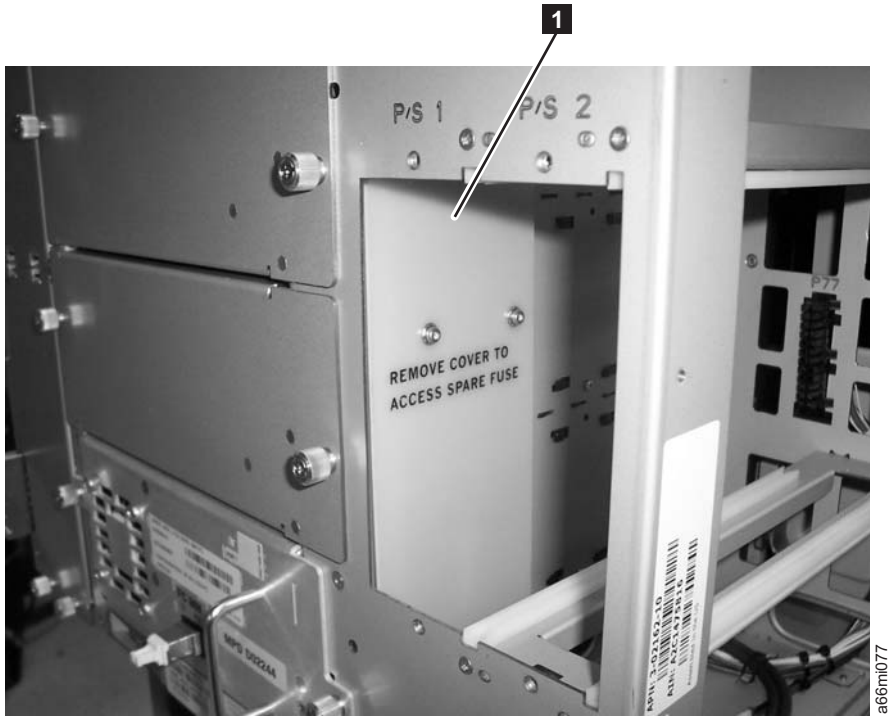

Figure 7-145. Drive power overload fuse cover plate
3. Remove the cover plate (**1** in Figure 7-145) inside the power supply slot.